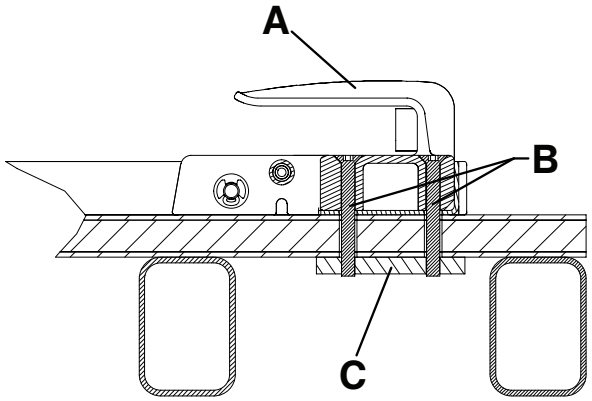
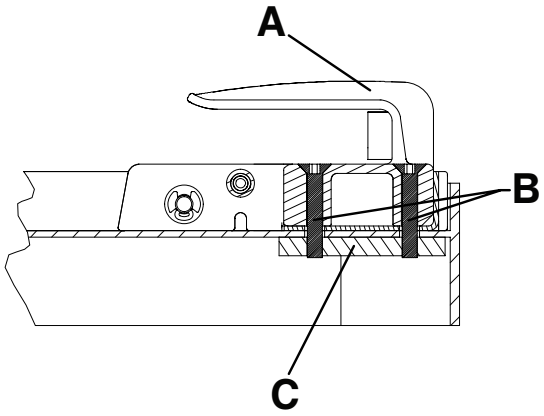

Figura 9 – Extremo de la cabeza de montaje en suelo - Vista 4A
Figura 10 – Extremo de la cabeza de montaje en bandeja - Vista 4B
- Se necesita una placa de apoyo de acero (C) (o equivalente) para tener un apoyo adicional (no suministrada) (Figura 9 o Figura 10).